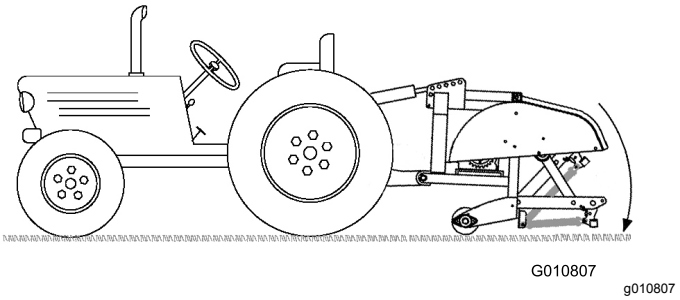

Figuur 13
4. Breng de beluchter volledig omlaag en trek de hydraulische bovenste schakel van de cilinder of de bovenste schakel volledig uit (Figuur 13).